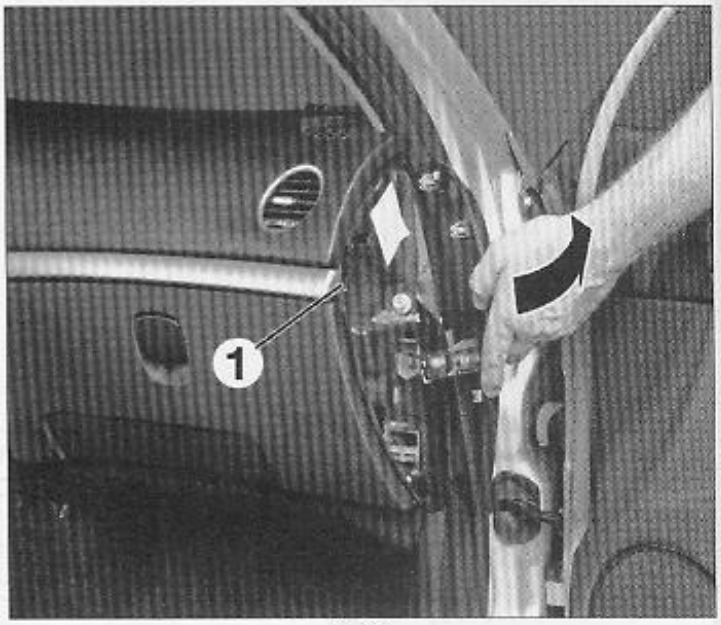

FIG. 2
- Déposer les 4 vis de fixation de la demi-coquille inférieure de colonne de direction et la déposer **(Fig.2)**.
• Déposer les 4 vis de fixation de la demi-coquille inférieure de colonne de direction et la déposer **(Fig.2)**.